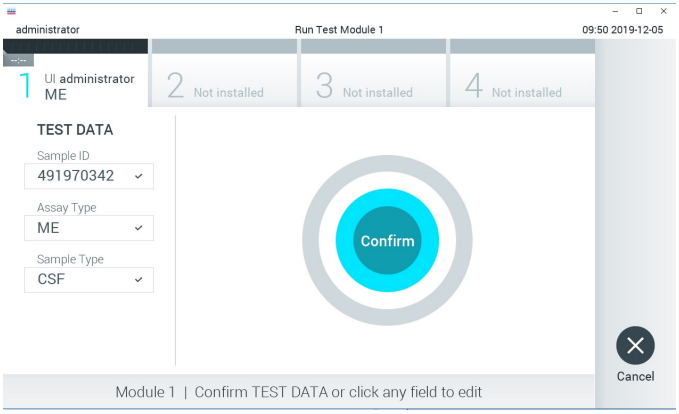

**Figura 13**. Confirmación de introducción de datos.
5. Pulse Confirm (Confirmar) cuando todos los datos que se muestren sean correctos. Si es necesario, seleccione el campo que corresponda para modificar su contenido o pulse Cancel (Cancelar) para cancelar la prueba (figura 13).